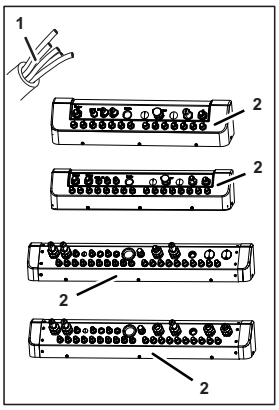

Fig. 17
2. Connect the basic ingredient/beverage tubes to the quick disconnect couplings on the relevant connection of the unit's relevant connecting plate (Fig. 17/2).
3. Connect the python (Fig. 17/1) to the quick disconnect couplings on the relevant connection on the unit's connecting plate (Fig. 17/2).